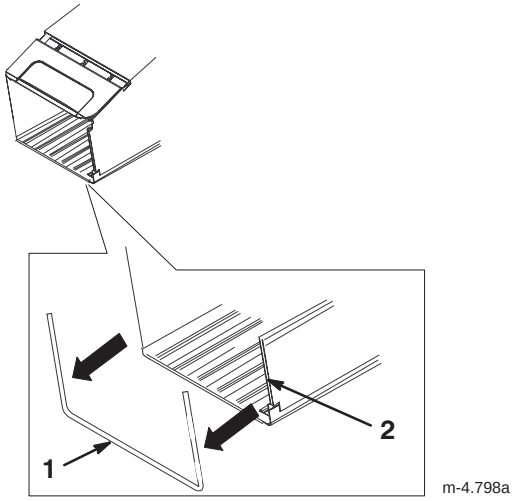

Figuur 5
1. Bevestig de twee zijtunnels van de graszak aan het zakframe, zoals wordt getoond in Figuur 5.